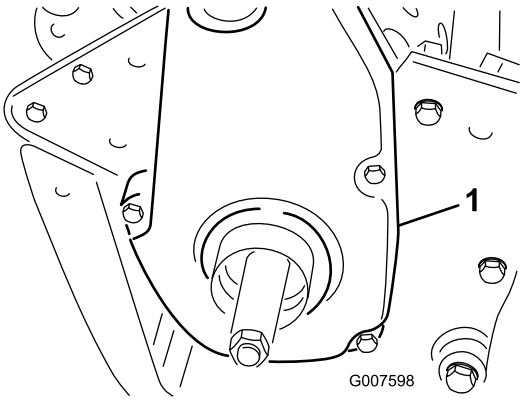

Figur 44
6. Fjern det bakre remdekslet fra maskinens høyre side (Figur 44).